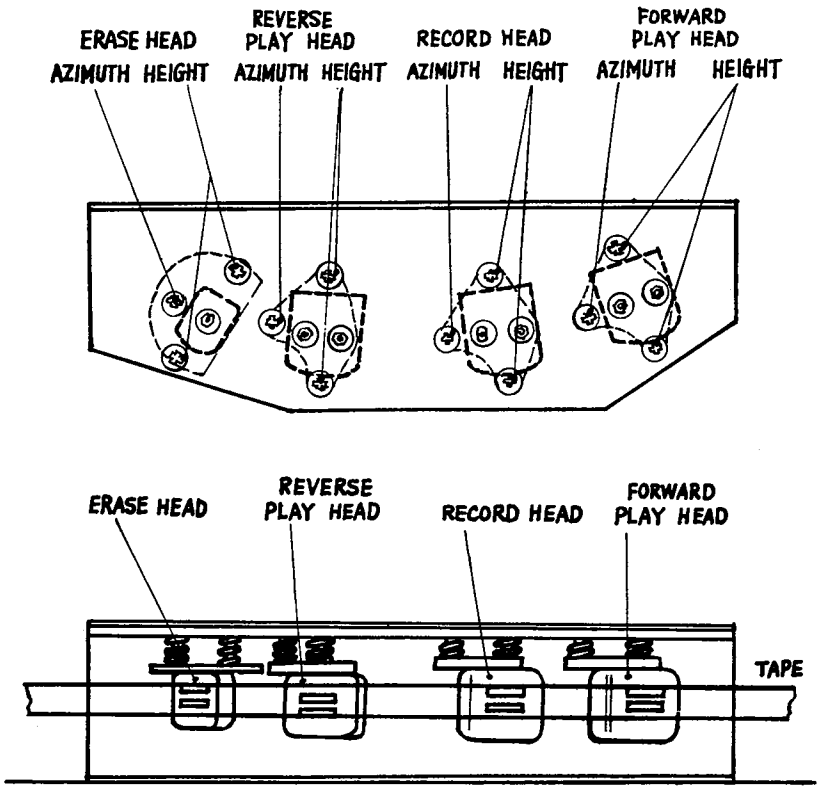

FIG. 8 HEAD ALIGNMENTS
HEAD HEIGHT ALIGNMENTS (Fig. 8)
5. Play 15 kc tone and turn azimuth adjustment serew (Fig. 8) of forward playback head until maximum meter reading is obtained.
7. Turn azimuth adjustment screw (Fig. 8) of reverse playback head until maximum meter reading is obtained.
2. While recording a 15 KHz signal on the tape, set LINE INPUT level control so meter reads 15 ~ 20 db below normal operating level (−15 ~ 20 VU on VU meter), and then adjust the recerd head azimuth screw (Fig. 8) for maximum output.